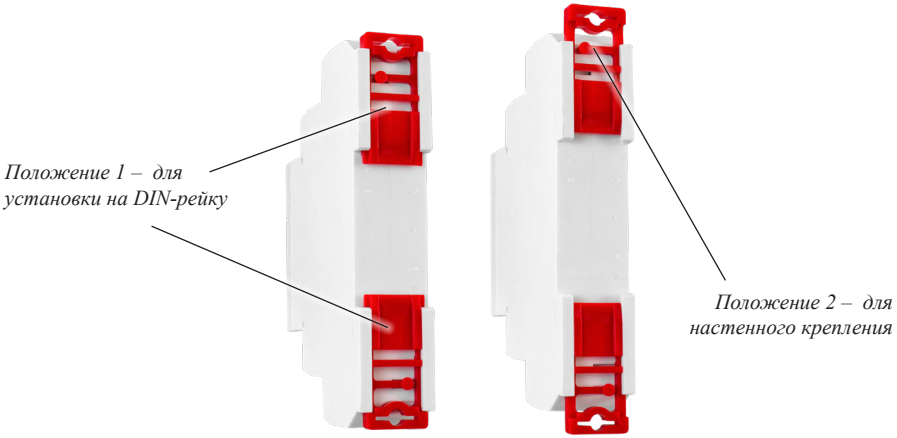

Рисунок 1 – Положение крепежных элементов
1. Установите прибор на DIN-рейку или на стену (плоскость). Для установки на DIN-рейку крепежные элементы должны находиться в положении 1, для настенного крепления – в положении 2 (см. рис. 1).